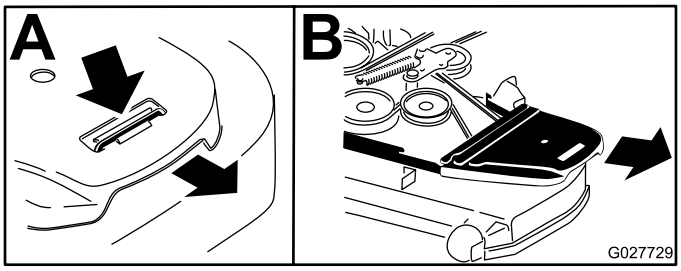

Figura 83
6. Retire las cubiertas de la correa (Figura 83).